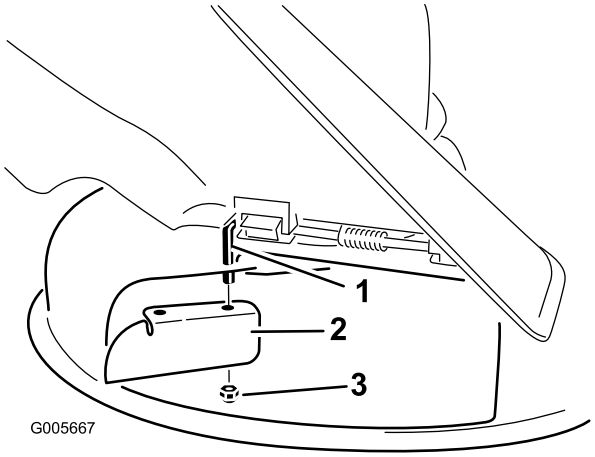

Figur 26
7. Monter græsafskærmningen på den frilagte drejestang (Figur 26).
3. Afmonter græsafskærmningen fra plæneklipperskjoldet (Figur 26).